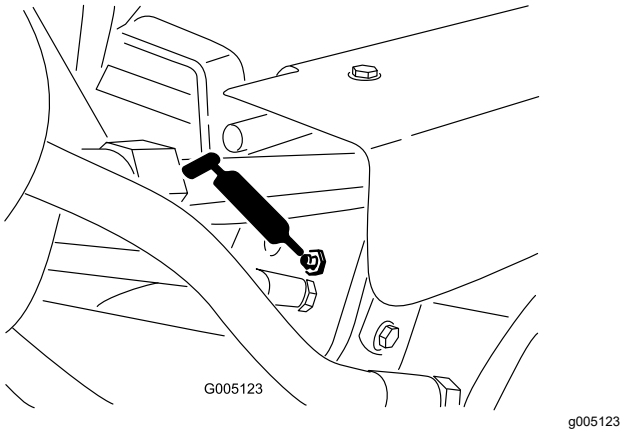

Figura 36
- Cilindros de elevación (3) (Figura 36)